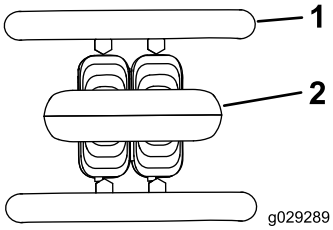

Figuur 6
- Om de machine te stoppen, laat u de tractiebediening los (Figuur 6).